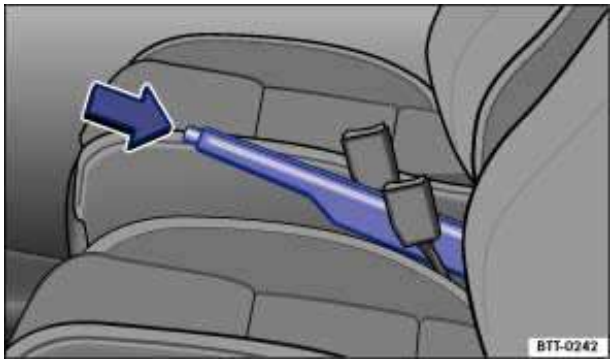

Fig. 103 Between the front seats: Parking brake.
- Pull the lever up slightly and press the release button ⇒ fig. 103 (arrow).